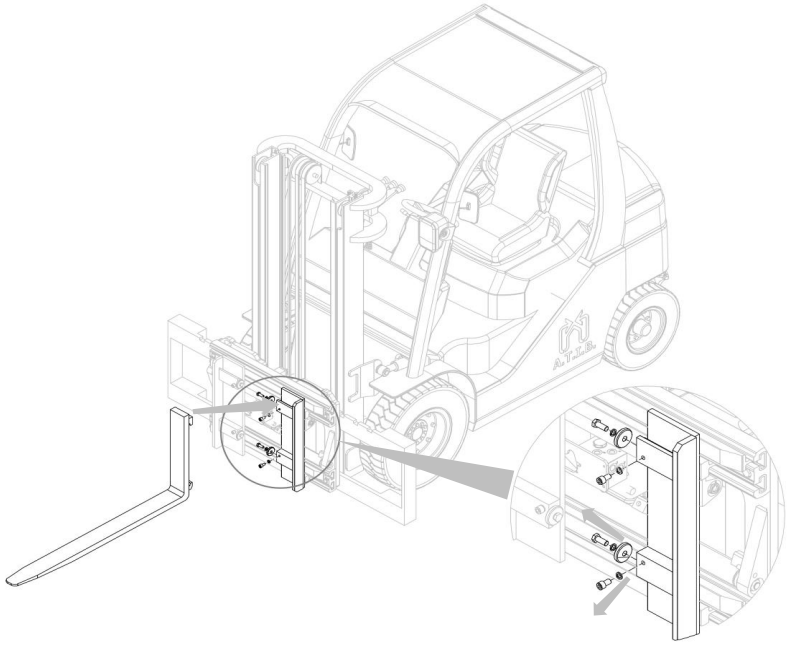

Figura 9
1. Aplicar las horquillas despues de desatornillar los topes (mira *Figura 9*), según el ancho de las horquillas, utilice los topes de horquillas mas adecuados (laterales o colocados en la parte delantera de las deslizaderas).